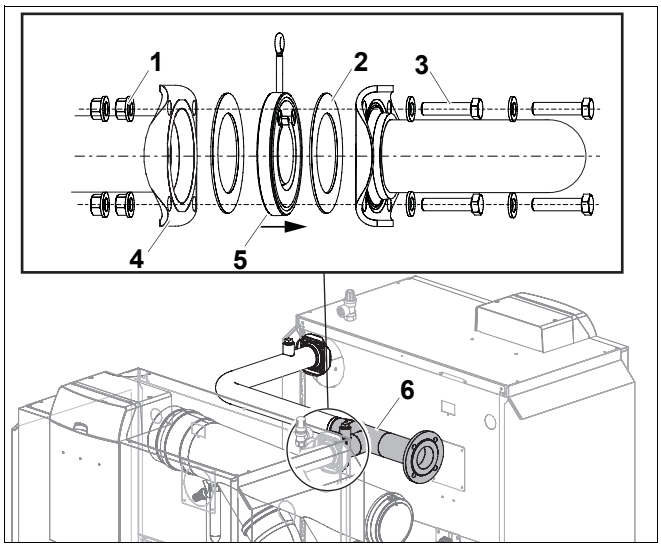

Rys. 6 Montaż kształtki przewodu zasilającego na drugim kotle grzewczym
- Klapowy zawór zwrotny (rys. 6, **poz. 5**) powinien być zamontowany na zasilaniu zgodnie z kierunkiem przepływu.
- Ułożyć uszczelkę (rys. 6, **poz. 2**) na klapowym zaworze zwrotnym.
- Kołnierz kształtki przewodu zasilającego (rys. 6, **poz. 6**) przykręcić do kołnierza króćca zasilania (rys. 6, **poz. 4**) na kotle grzewczym, używając czterech śrub (rys. 6, **poz. 3**) i nakrętek (rys. 6, **poz. 1**).